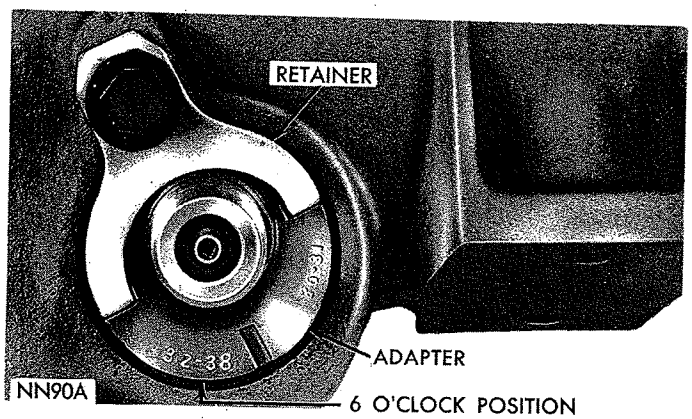

***Fig. 3—Speedometer Pinion and Adapter—Installed***
(1) Remove bolt and retainer securing speedometer pinion adapter to the extension housing (Fig. 3).
(2) With cable housing connected, carefully work adapter and pinion out of the extension housing.
(3) If transmission fluid is found in cable housing
(4) Select pinion range numbers on outside of adapter to correspond with number of pinion teeth.
(5) Install adapter in pinion housing with pinion range numbers aligned with 6 o'clock position (Fig. 3).
(6) Install retainer and bolt, with retainer tangs in adapter positioning slots. Tap adapter firmly into extension housing and tighten retainer bolt to 100 inch-pounds.